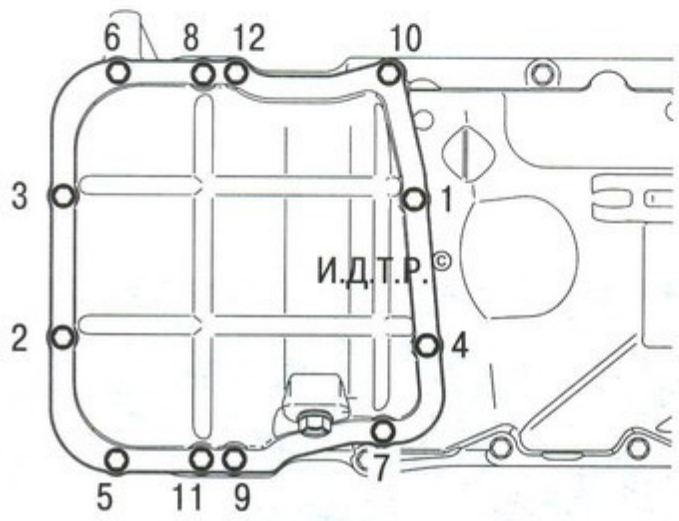

Рис. 5.13. Последовательность затяжки болтов крепления масляного картера
2. Выверните болты крепления масляного картера в порядке, обратном указанному на рис. 5.13...
6. Не позднее чем через 15 мин после нанесения герметика установите поддон и затяните болты крепления требуемым моментом (см. приложение 1) в порядке, показанном на рис. 5.13.